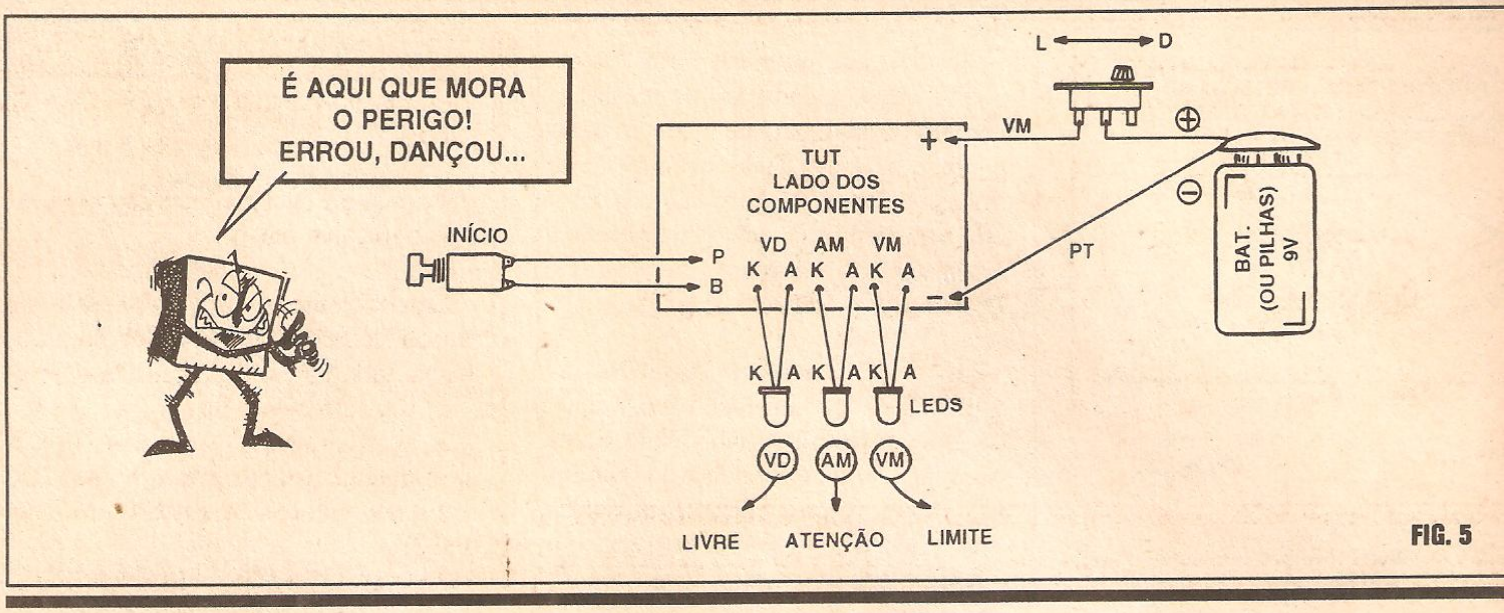

FIG. 5
- **FIG. 5** - CONEXÕES EXTERNAS À PLACA - São poucas (e fáceis) as ligações externas à placa, mas exigem (como tudo, na Eletrônica Prática...) uma boa dose de ATENÇÃO... Com a placa ainda vista pelo lado dos componentes (embora a ênfase seja para as conexões "periféricas"...), não cobreado, notar inicialmente a polaridade da alimentação, lembrando do "velho" código de fio **vermelho** para o **positivo** e fio **preto** para o **negativo** (entre o "clip" da bateria e, respectivamente, os pontos "+" e "-" da placa...). O interruptor geral, como é convencional, pode ser intercalado no fio do **positivo** da alimentação (**vermelho**). Quanto ao **push-button** (interruptor de pressão), não tem polaridade de terminais, que assim podem ser indiferentemente ligados aos pontos "P-B" da placa. A parte que exige maior cuidado, nas ligações externas, refere-se aos LEDs, suas **cores** e identificação de terminais... Observar ainda os "nomes" ou rótulos dados aos três LEDs (LIVRE, para o **verde**, ATENÇÃO, para o **amarelo** e LIMITE, para o **vermelho**), já que tais inscrições deverão constar do painel externo ou **display** do TUT (detalhes mais adiante...). Dependendo do arranjo final pretendido, das dimensões e formato do **container** adotado, pode tornar-se conveniente a ligação dos LEDs **não diretamente** à placa, mas um pouco "distanciados" dela, via pedaços de fio isolados, flexíveis... Em qualquer caso, contudo, lembrar que conexões externas à placa devem ser sempre tão curtas quanto o permita a instalação final (e uma eventual remoção do miolo do circuito, para manutenção...). Fios grandes, "pendurados" pra todo lado, deixam uma montagem feia e dificultam "seguir" as ligações, numa eventual verificação de defeito...
- **FIG. 6** - O ACABAMENTO... - O TEMPORIZADOR DE UTILIZAÇÃO TELEFÔNICA (TUT) destina-se a uso, obviamente, junto ao próprio aparelho de telefone (detalhes do funcionamento e controles, mais adiante...). Assim, nada mais lógico do que posicionar a caixa com o circuito **sob** o telefone...Para tanto, o **lay out** do **container**, seu painel e seu acabamento, podem ficar "nos conformes" da sugestão mostrada... Observar o posicionamento do pequeno **display** de LEDs (verificando as cores na fig. 5), do **push-button** (rotulado com "INÍCIO") e interruptor geral... Certamente, se o aparelho telefônico anexo for do tipo "de parede", essa versão para o acabamento não será conveniente, caso em que o TUT poderá ser abrigado num caixinha menor, dotada de abas ou car toneiras para fixação também à parede ao lado do aparelho telefônico... Como TUT tem sua própria alimentação, com pletamente independente da linha e d telefone, há uma boa flexibilidade n acomodação e conjugação dos dois módu los...